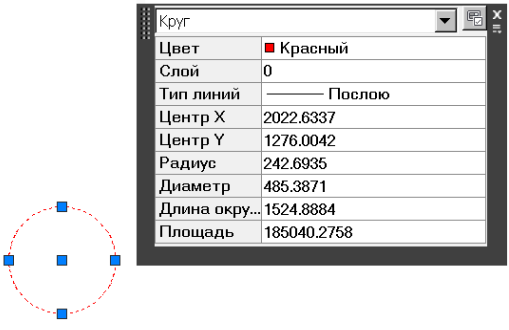
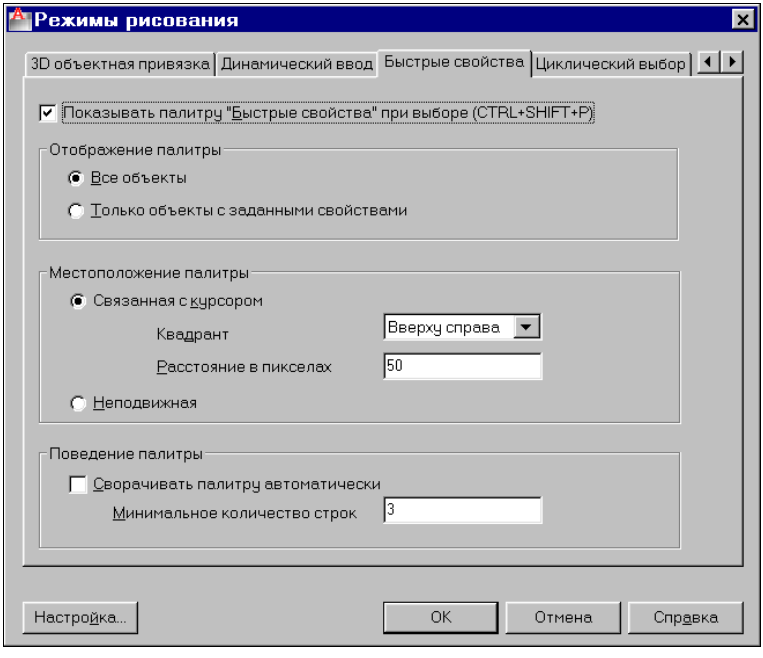

Рис. 2.22. Окно быстрых свойств
Рис. 2.29. Диалоговое окно **Режимы рисования**, вкладка **Быстрые свойства**
При включении режима быстрых свойств (**БС** (QP)) пользователь может получать быструю информацию об основных свойствах объекта, если щелкнуть на нем левой кнопкой мыши. При этом появляется окно быстрых свойств (рис. 2.22). Состав выводимых
Вкладка **Быстрые свойства** (Quick Properties) (рис. 2.29) появилась в версии 2009. На этой вкладке задаются настройки отображения окна быстрых свойств для объекта под курсором (см. рис. 2.22).